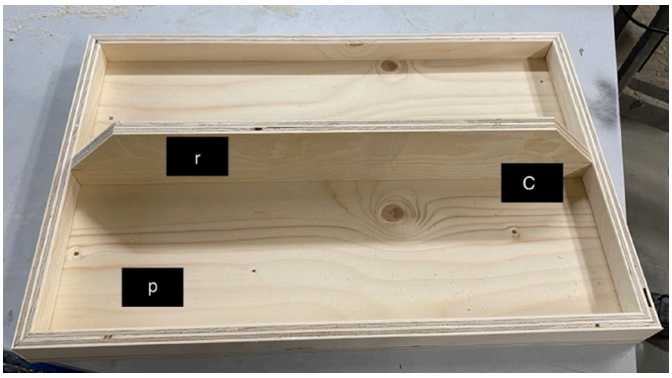

Abbildung 17: Die zweite, herausnehmbare Ebene
Diese Ebene (C) ist herausnehmbar und kann gegebenenfalls als Bauplatte für die mobile Murmelbahn mitverwendet werden. Die Ebenen (c) hat einen Rahmen und ist in zwei Fächer aufgeteilt (vgl. Abb. 17). In diesen Fächern werden weitere Bauelemente aufbewahrt. Optional können in die Bodenplatte (p) Löcher gebohrt werden, durch welche eine Murmel rollen kann.